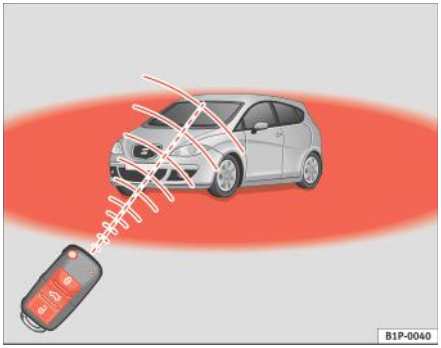

Fig. 64 Raza de acțiune a telecomenzii:
- Telecomanda funcționează numai dacă vă aflați în raza sa de acțiune ⇒ pagina 104, fig. 64 (zona roşie).
- Dacă automobilul este descuiat utilizând tasta (1), acesta va fi încuiat din nou automat dacă niciuna dintre uşi sau portbagajul nu sunt deschise în interval de 30 de secunde de la descuierea automobilului. Această funcție previne lăsarea automobilului descuiat dacă tasta de descuiere este apăsată accidental.